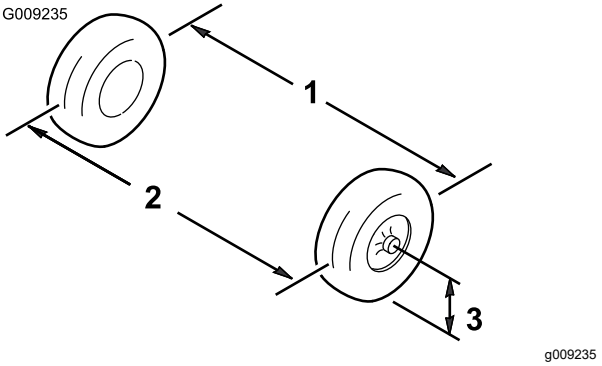

Figur 54
1. Mål afstanden mellem begge fordækkene ved akselhøjden ved både forsiden og bagsiden af fordækkene (Figur 54).